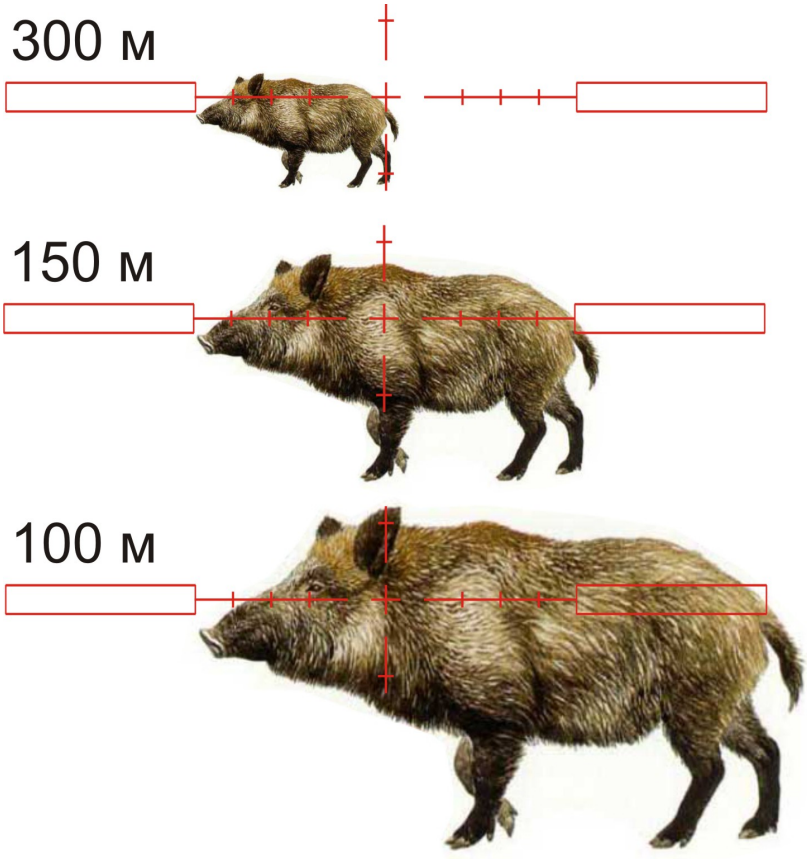

Рис.3
2) поместите перекрестье прицела так, чтобы одна сторона цели оказалась на риске Mil Dot (см. пример на рис. 3),
На рис. 3 представлен пример оценки расстояния до кабана (трофейной длины 1.5 м) по сетке Mil Dot (5, 10 и 15 делений соответственно).
(*) – смотри соответствие на рис. 3.